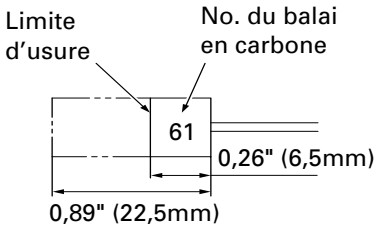

Fig. 6
4. Inspection des balais en carbone (Fig. 6)
REMARQUE: Utiliser le balai en carbone HITACHI No. 61 indiqué sur la Fig. 6.